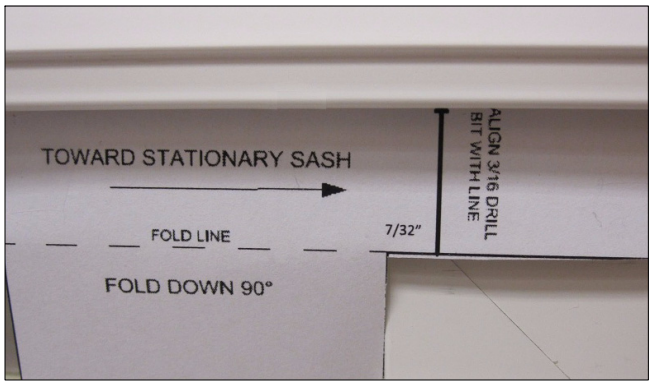
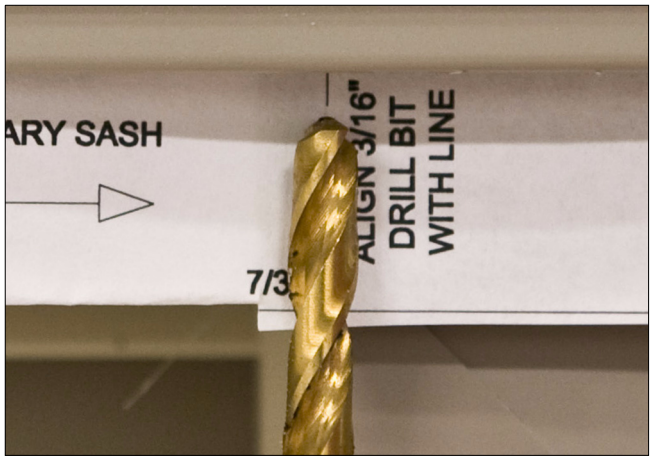

Figure 3
Figure 4
4. Cut, fold and place template on frame. Secure with tape. Drill line should be 7/32" (6) from sash frame. See figure 3 and figure 4. (Template is on page 2.)
5. Using a drill with 3/16" (5) drill bit, carefully align drill bit with drill line on template and drill hole in groove of frame. See figure 4.